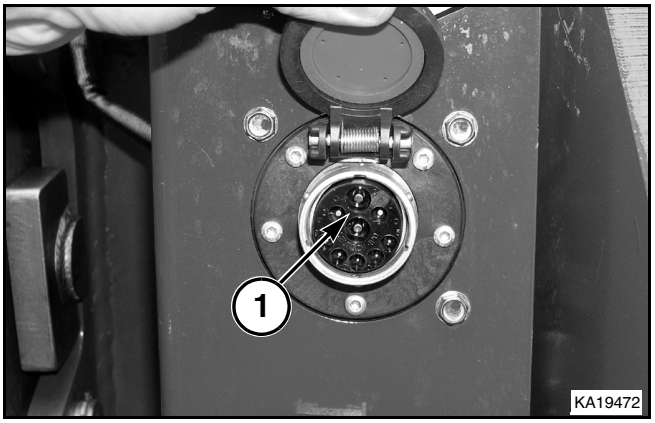

Рис. 139
Рис. 139: Разъем ISO 11783 (1), находится в задней части машины. Этот разъем используется для подключения навесного оборудования, использующего стандарт обмена данными ISO 11783.